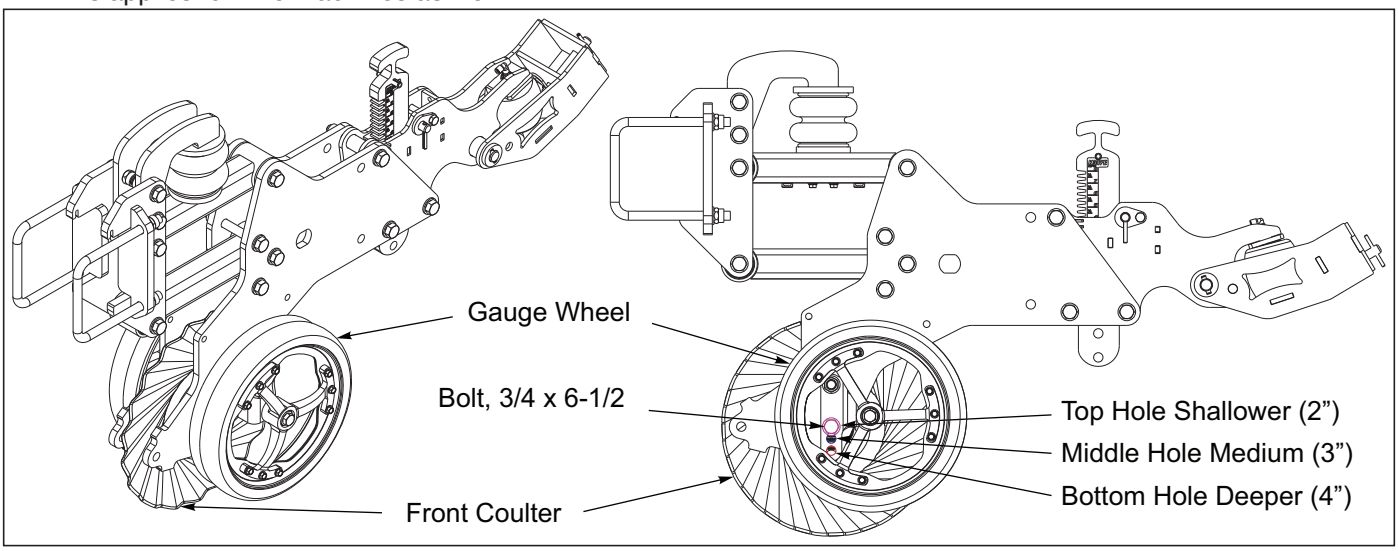

Figure 4-10: Front Coulter Depth Adjustment
1. The depth of the front coulter can be adjusted by changing the hole position in the row unit ***See Figure 4-10***. The factory setting is in the bottom hole. This applies to knife machines as well.
1. The factory setting will be set to the **Offset Option** ***See Figure 4-10***. The finger blade assy, RH will be in the front hole setting position and the finger blade assy, LH will be in the rear hole setting position. The **Offset Option** allows the residue to not plug the row cleaners. It is recommended to alternate every other row unit to be set the opposite way with the finger blade assy, LH will be in the front hole setting position and the finger blade assy RH will be in the rear hole setting position.